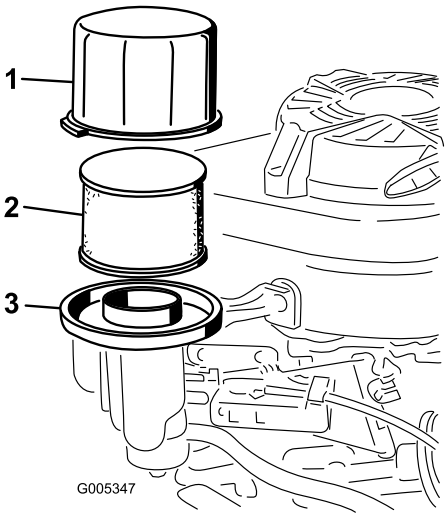

Rysunek 26
3. Usuń pokrywę i oczyść ją dokładnie (Rysunek 26).
4. Zdejmij i sprawdź filtr papierowy (Rysunek 26) i wyrzuć go, jeżeli jest mocno zabrudzony.
5. Zdejmij i umyj piankowy filtr wstępny w wodzie z delikatnym środkiem czyszczącym i dokładnie go osusz (Rysunek 26).